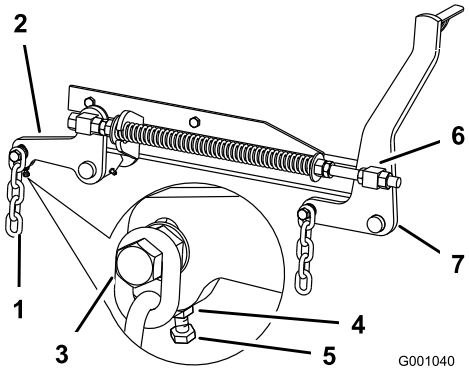

Figura 76
7. Si las medidas realizadas en las posiciones **B** o **C** no son correctas, afloje el perno que fija la cadena trasera al brazo de soporte trasero (Figura 76).
8. Afloje la contratuerca situada debajo del brazo de soporte trasero y ajuste el perno de ajuste hasta obtener una medida de 79 a 83 mm (Figura 76).
7. Afloje las contratuercas de pivote delantero, en la parte delantera de los pivotes derecho e izquierdo, aproximadamente 13 mm (Figura 76).
8. Ajuste las tuercas de elevación en el lado izquierdo y derecho de la máquina hasta obtener una distancia de 6 a 10 mm menos en la parte delantera en **A** que en la parte trasera, en **B** (Figura 76).